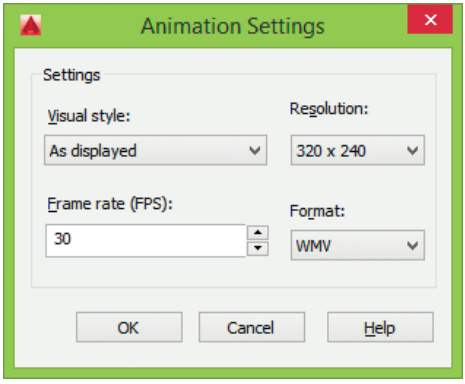

Рис. 3.26. Диалоговое окно установки параметров анимации
- кнопка **Animation...** – загрузка диалогового окна **Animation Settings** (рис. 3.26), позволяющего установить параметры анимации: **Visual style:** – визуальные стили и наборы параметров визуализации (обычный, с визуализацией; трехмерный скрытый, трехмерный каркас, концептуальный, скрытие линий, реалистичный, тонированный, тонированный с кромками, оттенки серого, эскизный, каркас, просвечивание; черновой, низкий, средний, высокий, презентационный), **Resolution:** – возможное разрешение, **Frame rate (FPS):** – частота кадров в секунду (диапазон значений от 1 до 60), **Format:** – формат вывода анимации;